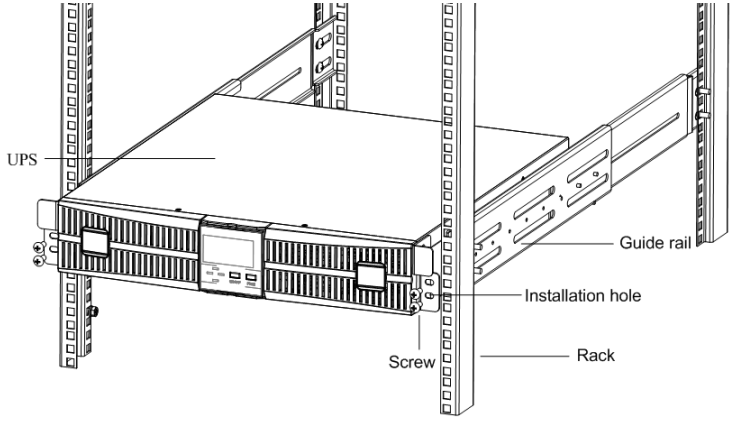

Fig.4-8 Installing UPS
2. Place the UPS onto the guide rail in the rack, and push it completely into the rack along the guide rail (it is prohibited to move the UPS through the brackets). And fix the UPSt onto the rack using the screws through installation hole on the bracket, as shown in Fig.4-8.